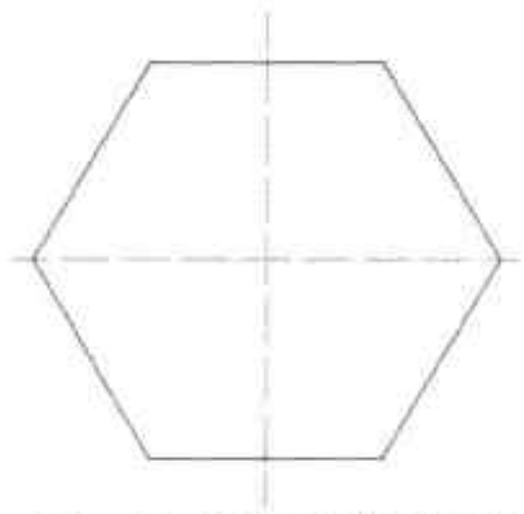

图5-63 完成正六边形绘制
Step 06 移动光标，并在命令行中输入圆半径值，这里输入 100，按回车键，完成正六边形的绘制，如图 5-63 所示。